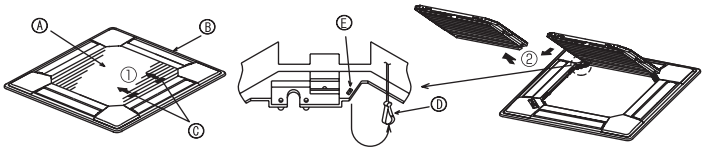
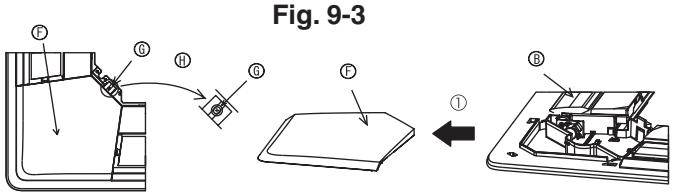

Fig. 9-3
Fig. 9-4
9.2.1. Extracción de la rejilla de admisión (Fig. 9-3)
- Deslice las palancas en la dirección indicada mediante la flecha ① para abrir la rejilla de admisión.
- Con la rejilla de admisión en posición “abierta”, extraiga la bisagra de la rejilla de admisión de la rejilla tal y como se indica mediante la flecha ②.
9.2.2. Extracción del panel angular (Fig. 9-4)
- Extraiga el tornillo de la esquina del panel angular. Deslice los paneles angulares indicados por la flecha ① para extraer este panel.
[Fig.9-3] [Fig.9-4]